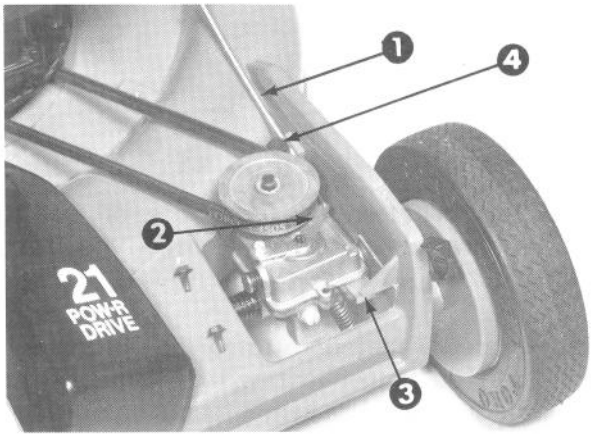

Afbeelding 33
2. Maak de schroef van de kabel los, zodat de bedieningskabel vrij heen en weer kan schuiven (Afb. 33).
4. Druk de verstelarm naar achteren totdat hij stopt en houd hem in plaats. Trek de bedieningskabel en draad naar achteren om alle speling er uit te krijgen, en maak de kabel op zijn plaats vast door de kabelschroef aan te draaien (Afb. 33).